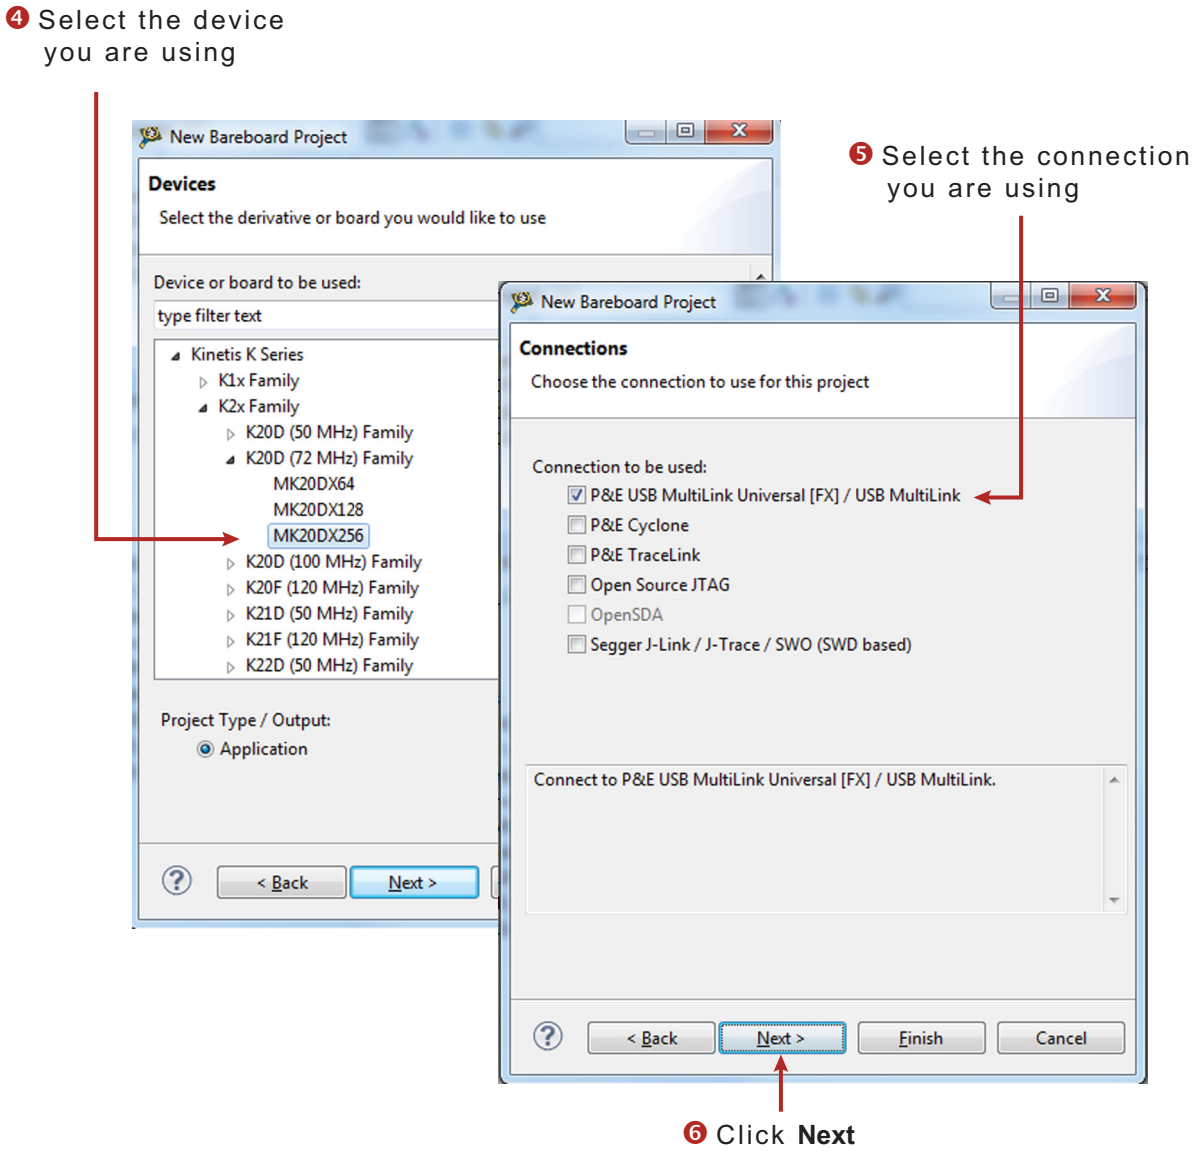

Figure 33. Selecting a device and a connection
2. In the **Devices** dialog box, select the MCU class your project is using in the MCU board (In Figure 33, MK20DX256 has been selected). Then click **Next**.
3. In the **Connections** dialog box, select the type of connection your project uses. (In Figure 33 **P&E USB Multilink Universal [FX]/USB MultiLink** has been selected). Then click **Next**.